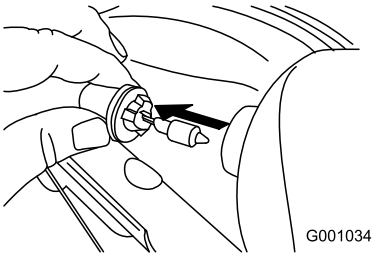

Figuur 54
3. Neem de lamp recht uit de achterkant van de koplamp (Figuur 54).